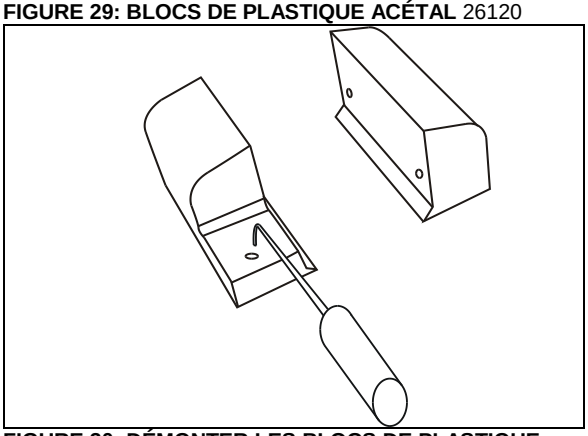

FIGURE 30: DÉMONTER LES BLOCS DE PLASTIQUE ACÉTAL SUPÉRIEURS AU MOYEN D'UN PIC.
3. Démonter les 2 blocs supérieurs de plastique acétal. Ils possèdent des trous pour pouvoir être démontés au moyen d'un crochet (Figure 30) depuis l'extérieur du véhicule. Si les blocs de plastique acétal sont trop difficiles d'accès, sortir légèrement la rallonge coulissante : le mouvement de la rallonge coulissante les rend accessibles.